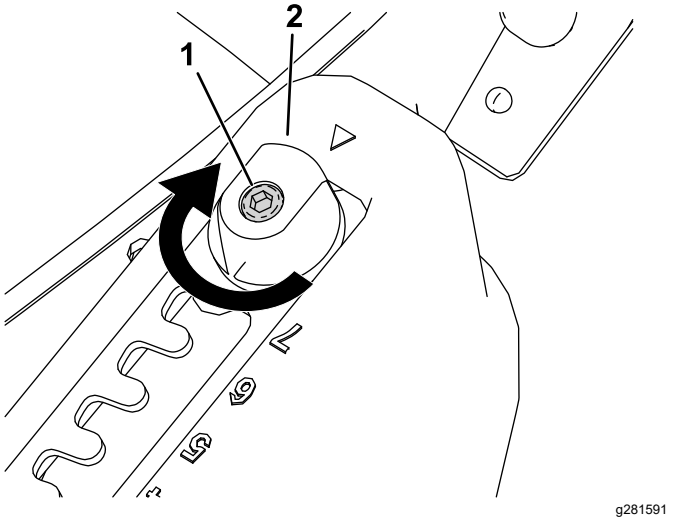
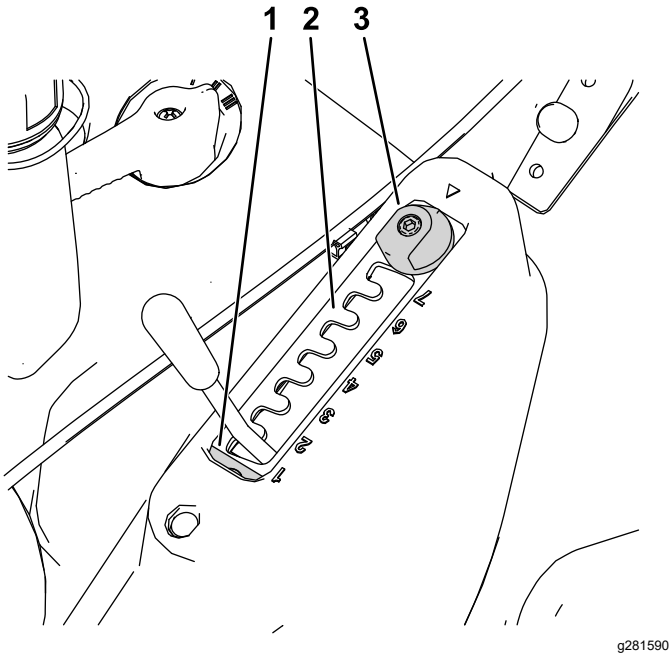

Figuur 13
Figuur 14
1. Zet de bevestigingsbout van het keuzeplaatje los met een inbussleutel (Figuur 13).
2. Draai het Matchcut afstelmechanisme 180° (Figuur 13 en Figuur 14).